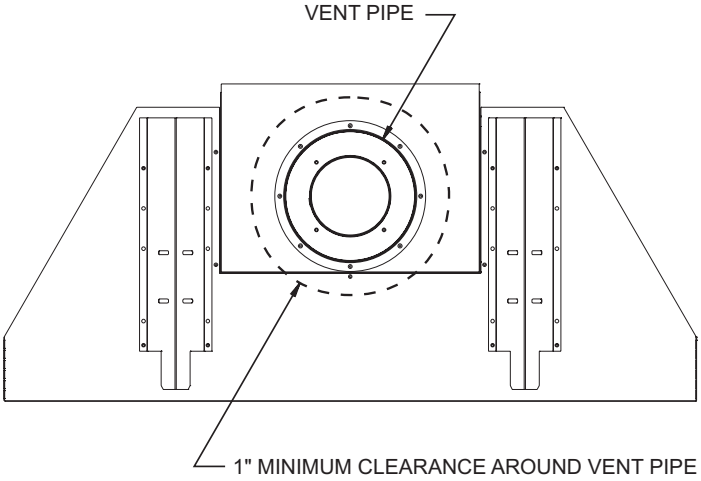
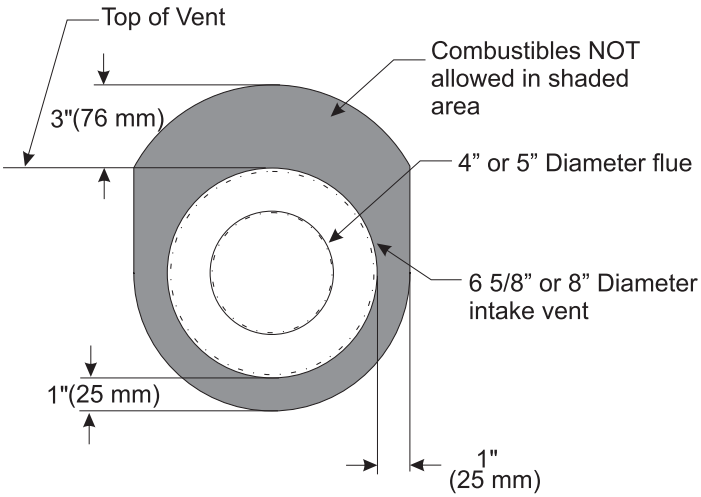
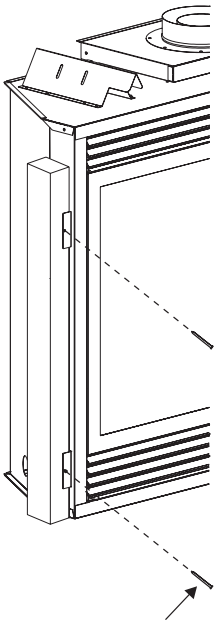

**Figure 9A**
**Figure 9B**
**Figure 10**
3. Attach fireplace to frame using adjustable nailing flange. Preset depth to suit facing material (adjustable to 3/8", 1/2" or 3/4" depths). Note: Fireplace must mount flush to facing material. If facing material requires more depth than 3/4" mark and drill two (2) 1/8" holes into fireplace side at appropriate depth. See **Figure 10.**
4. Use (8) 1/2" hex-head screws supplied in hardware package, to screw through slotted holes in drywall strip and then screw into pre-drilled holes on fireplace side. Measure from face of fireplace to face of drywall strip to determine final depth.
**Note:** Maintain one inch (1") of clearance around vertical vent pipe. **See Figure 9A.** For horizontal vent, maintain a minimum 1" clearance to the bottom and sides of the vent, and 3" clearance to combustibles above the vent pipe. **See Figure 9B.**